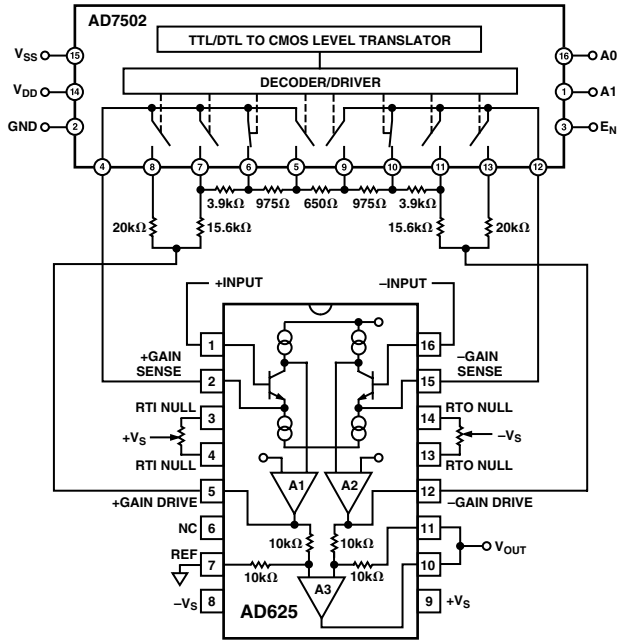
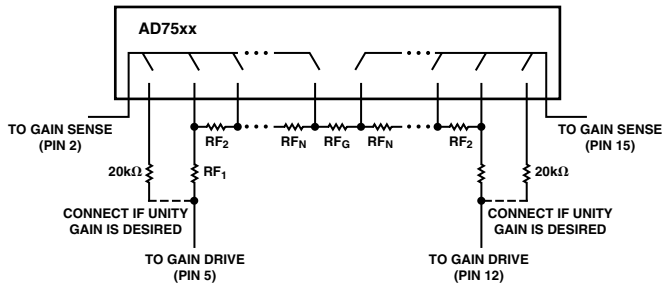

Figure 38. SPGA in a Gain of 16
Figure 41. Resistors for a Gain Setting Network
Figure 38 shows an AD625 based SPGA with possible gains of 1, 4, 16, 64. R_G equals the resistance between the gain sense lines (Pins 2 and 15) of the AD625. In Figure 38, R_G equals the sum of the two 975 Ω resistors and the 650 Ω resistor, or 2600 Ω. R_F equals the resistance between the gain sense and the gain drive pins (Pins 12 and 15, or Pins 2 and 5), that is R_F equals the 15.6 kΩ resistor plus the 3.9 kΩ resistor, or 19.5 kΩ. The gain, therefore equals:
The individual resistors in the gain network can be calculated sequentially using the formula given below. The equation determines the resistors as labeled in Figure 41. The feedback resistors and the gain setting resistors are interactive, therefore; the formula must be a series where the present term is dependent on the preceding term(s). The formula
can be used to calculate the necessary feedback resistors for any set of gains. This formula yields a network with a total resistance of 40 kΩ. A dummy variable (j) serves as a counter to keep a running total of the preceding feedback resistors. To illustrate how the formula can be applied, an example similar to the calculation used for the resistor network in Figure 38 is examined below.
1) Unity gain is treated as a separate case. It is implemented with separate 20 kΩ feedback resistors as shown in Figure 41. It is then ignored in further calculations.
2) Before making any calculations it is advised to draw a resistor network similar to the network in Figure 41. The network will have (2 × M) + 1 resistors, where M = number of gains. For Figure 38 M = 3 (4, 16, 64), therefore, the resistor string will have seven resistors (plus the two 20 kΩ "side" resistors for unity gain).
5) If different resistor values are desired, all the resistors in the network can be scaled by some convenient factor. However, raising the impedance will increase the RTO errors, lowering the total network resistance below 20 kΩ can result in amplifier instability. More information on this phenomenon is given in the RPGA section of the data sheet. The scale factor will not affect the unity gain feedback resistors. The resistor network in Figure 38 has a scaling factor of 650/625 = 1.04, if this factor is used on R_{F_1}, R_{F_2}, R_{F_3}, and R_G, then the resistor values will match exactly.